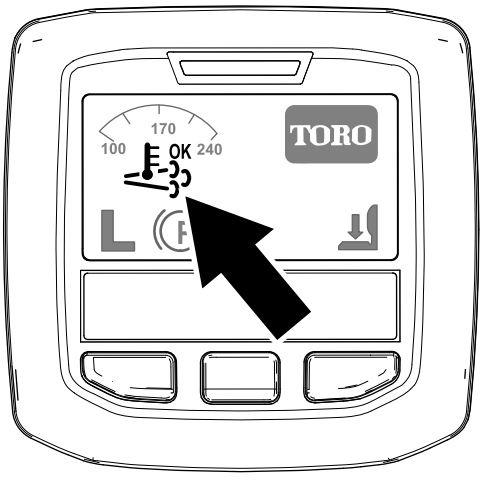

Figur 26
- Symbolen för stöd-/återställningsregenerering visas i InfoCenter (Figur 26).